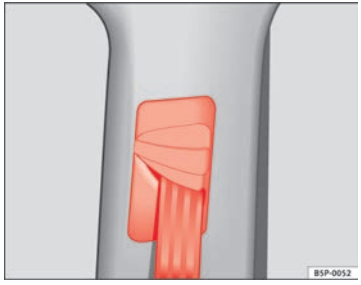

Fig. 17 Dispositivo di regolazione dell'altezza della cintura
– Premere sulla staffa di inversione posta in alto, tenendola poi in questa posizione ⇒ fig. 17.